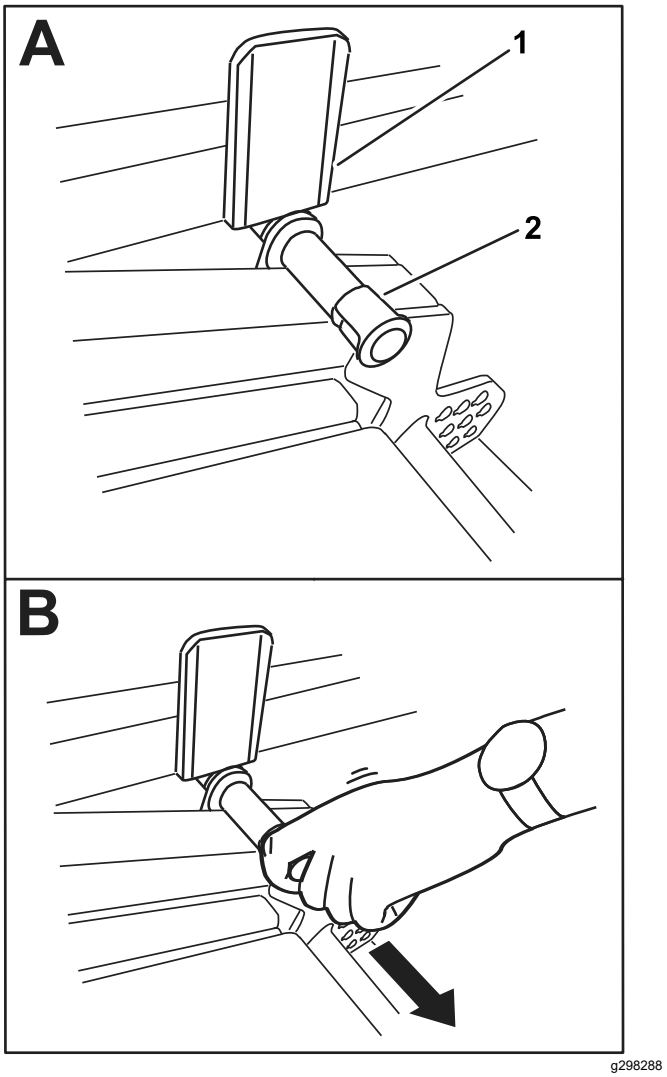

Bild 42
2. Drehen Sie das Mähwerk langsam nach unten, bis der Stift die Hubarmplatte berührt (A in Bild 42).
3. Drücken Sie das Mähwerk mit dem Fuß nach unten und ziehen Sie es dann den Stift heraus (B in Bild 42), um das Mähwerk in die TRANSPORTstellung zu bringen.